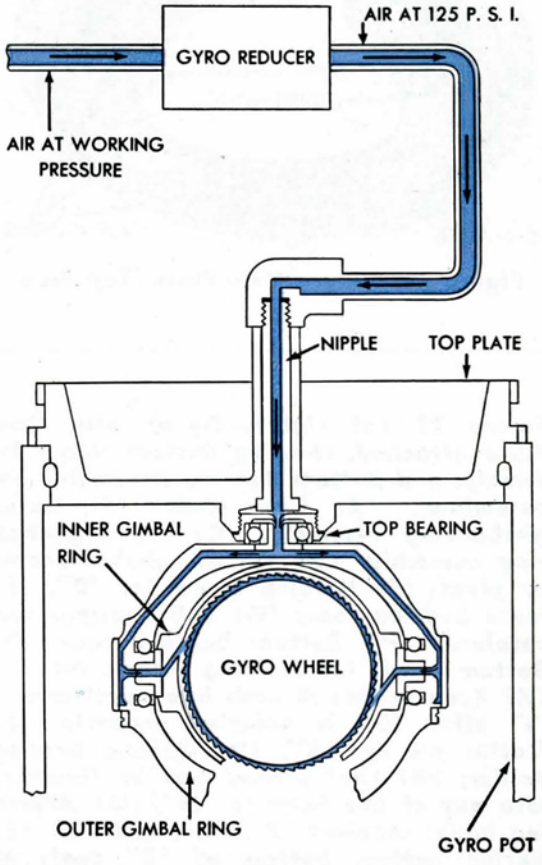

Figure 71—Diagrammatic Drawing showing Path of Air which Sustains Gyro Wheel at a Constant Speed
3. The outer gimbal ring, which supports the inner gimbal ring, is shown in Fig. 70. In other words, the outer gimbal ring encircles and supports the gyro and inner gimbal-ring assembly. The upper face of the outer gimbal ring is machined for attaching the cam plate. Holes are drilled through the upper section of the outer gimbal ring for the passage of air to the side bearing sleeves, and through the inner gimbal centers to sustain the constant spin of the gyro as shown in Fig. 71.